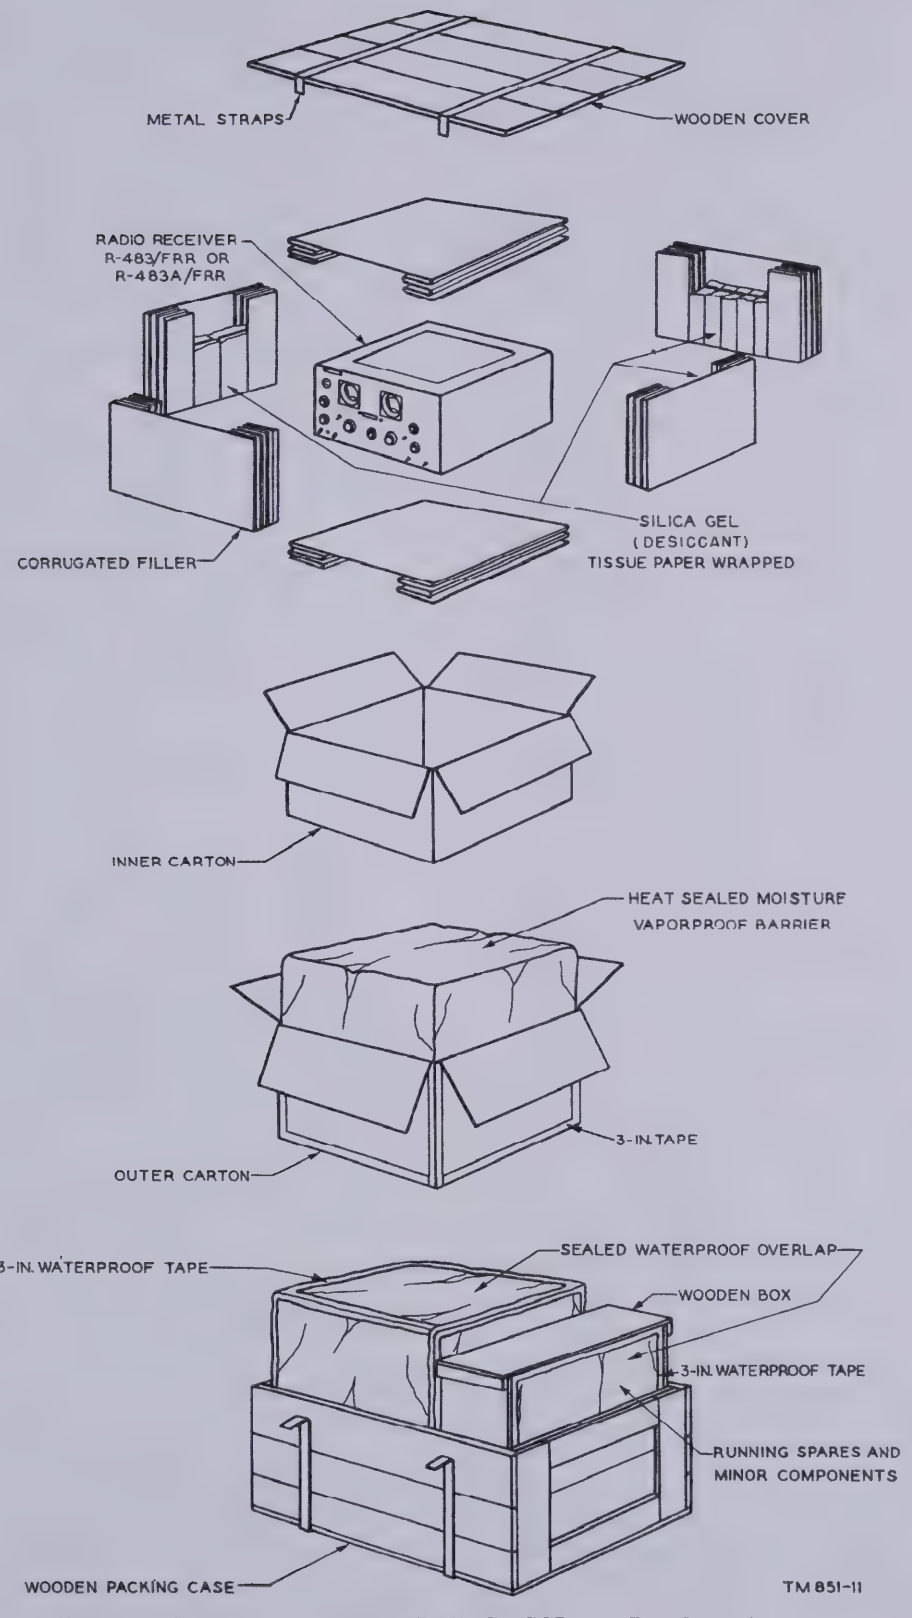

Figure 12. Packing and packaging Radio Set SCR–244–D and running spares.
b. Step-by-Step Instructions for Uncrating and Unpacking Export Shipments (fig. 12).
(1) Place the packing case near the operating position.
(2) Cut and fold back the metal straps.
(3) Remove the nails with a nailpuller to remove the top of the packing case.
(4) Remove excelsior, if any, from around the cartoned receiver, the cartoned operating components, and the running spares.
(5) Remove the cartoned receiver and the wooden box containing the cartoned running spares and accessories.
(6) Remove waterproof tape from the waterproof overwrap around the cartoned receiver, and then remove the paper.
(7) Open the carton and remove the inner carton containing the receiver.
(8) Remove the heat-sealed, moisture-vaporproof bag from around the inner carton.
(9) Open the inner carton and remove the silica gel desiccant (nine bags, each individually wrapped in tissue paper).
(10) Remove the wooden frame from the inner carton (used with rack-mounting models); also remove the corrugated interiors comprising two side pieces, one front (if any), one back, and one top.